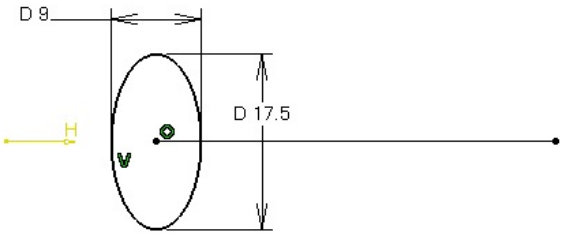

Figure 10-76 *The sketch of the sweep profile for creating the second sweep feature*
6. Draw the sketch of the sweep profile coinciding with the guide curve, as shown in Figure 10-76.